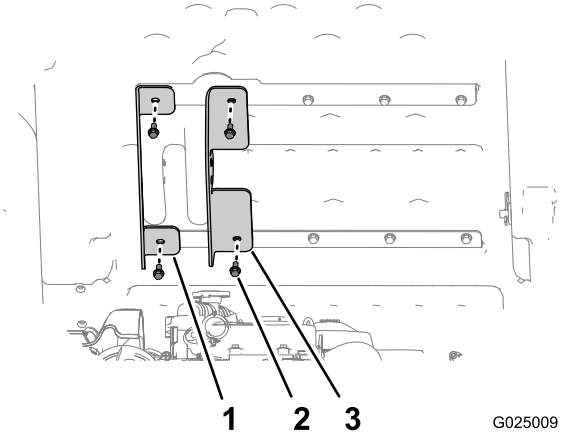

Figure 4
3. Align the left outboard-lift bracket (the bracket with the short flanges) to the outboard holes in the upper- and lower-bed braces (Figure 4).
4. Secure the outboard-lift bracket to the bed with the 2 bolts that you removed in step1, and tighten the bolts hand tight (Figure 4).
5. Align the inboard-lift bracket (the bracket with the long flanges) to the inboard holes in the upper- and lower-bed braces (Figure 4).
6. Secure the inboard-lift bracket to the bed with the 2 bolts that you removed in step 2 , and tighten the bolts hand tight (Figure 4).
9. Tighten the 4 bolts (5/16 x 3/4 inch) that secure the inboard and outboard-lift brackets to the bed (Figure 4) to 15 to 16.6 N-m (133 to 147 in-lb).